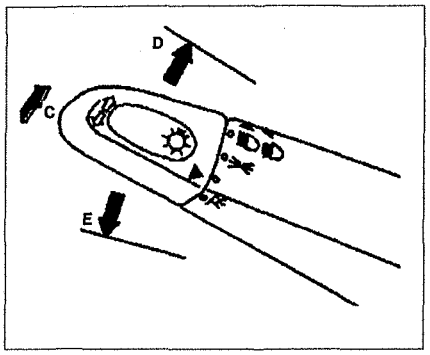

Рис. 1.27. Проверка указателей поворота.
9. Переместите выключатель в положение **D** и **E** (см. рис.1.27). Проверьте правый указатель поворота в положении **D** и левый – в положении **E**.